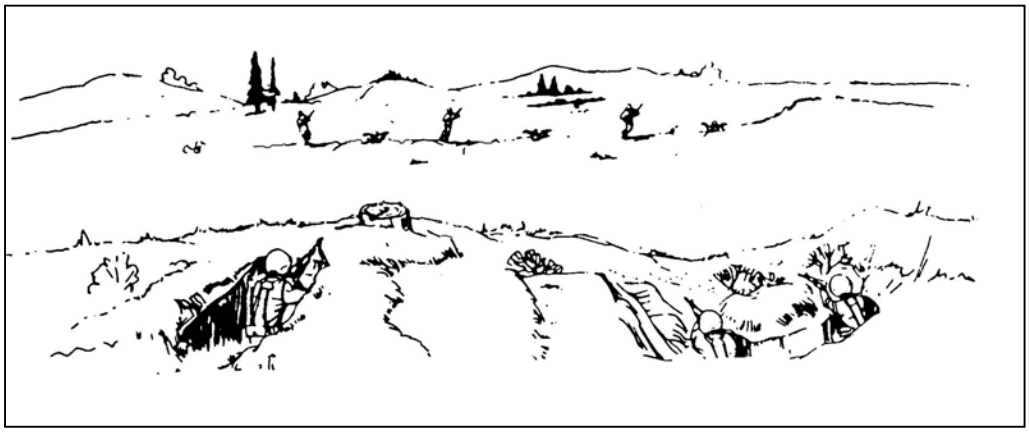

Figure 5-7. Linear target.
(1) *Linear Targets*. Linear targets have sufficient width to require successive aiming points (traversing fire). The beaten zone effectively covers the depth of the target area (Figure 5-7). Traversing fire is delivered at linear targets.